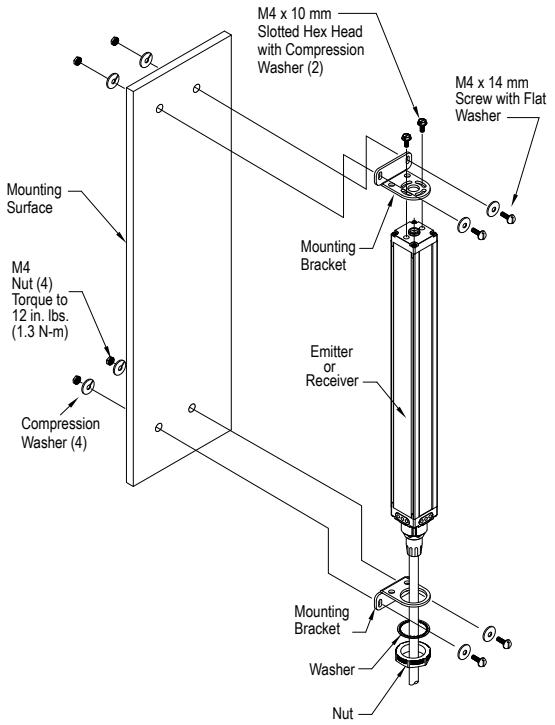

Figure 2. MINI-ARRAY emitter and receiver mounting hardware
1. Mount the emitter and receiver in their mounting brackets (see *Figure 2* (p. 12)).